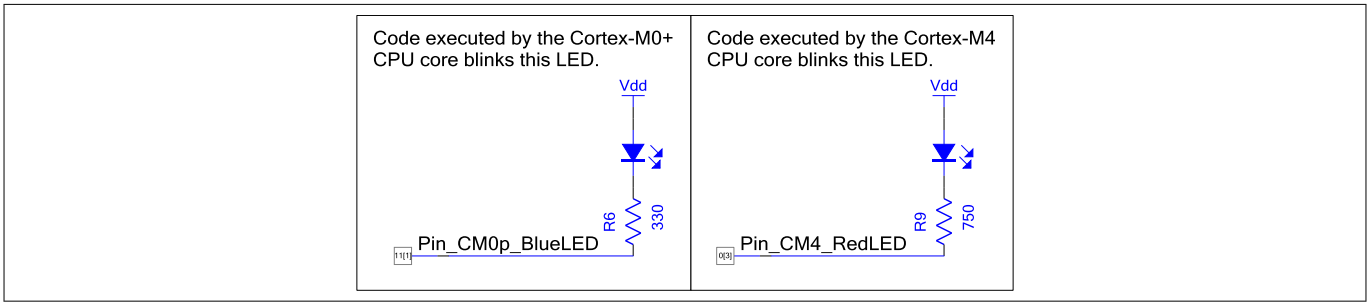

**図 7 個別ピン コンポーネントを制御するデュアル CPU の PSOC™ Creator プロジェクト回路図**
- **リソースを 1 つの CPU 専用にします**。目的の CPU のファームウェアでのみリソースを使用するためのコードを含めます。また、PSOC™ Creator を使用する場合、図 7 に示すように、リソースを「所有する」CPU をプロジェクトの回路図で指定することを推奨します。